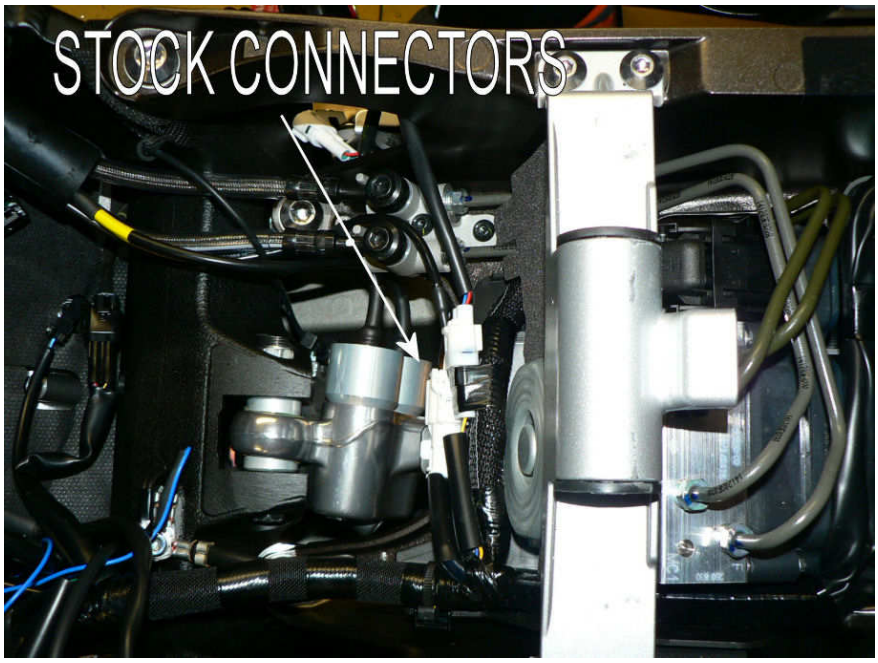

**Fig.9**
15. Ausfindig machen und abtrennen folgenden weißen Verbinder zwei Pole unter dem Tank (**Fig.9**).